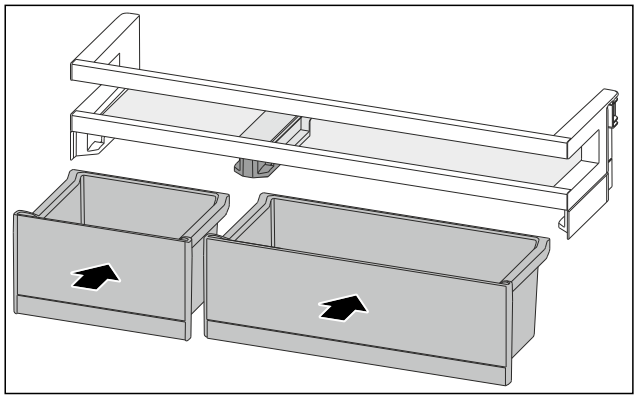

Fig. 157
▶ Introduceți VarioBox-urile dispuse invers. (vezi Fig. 157)